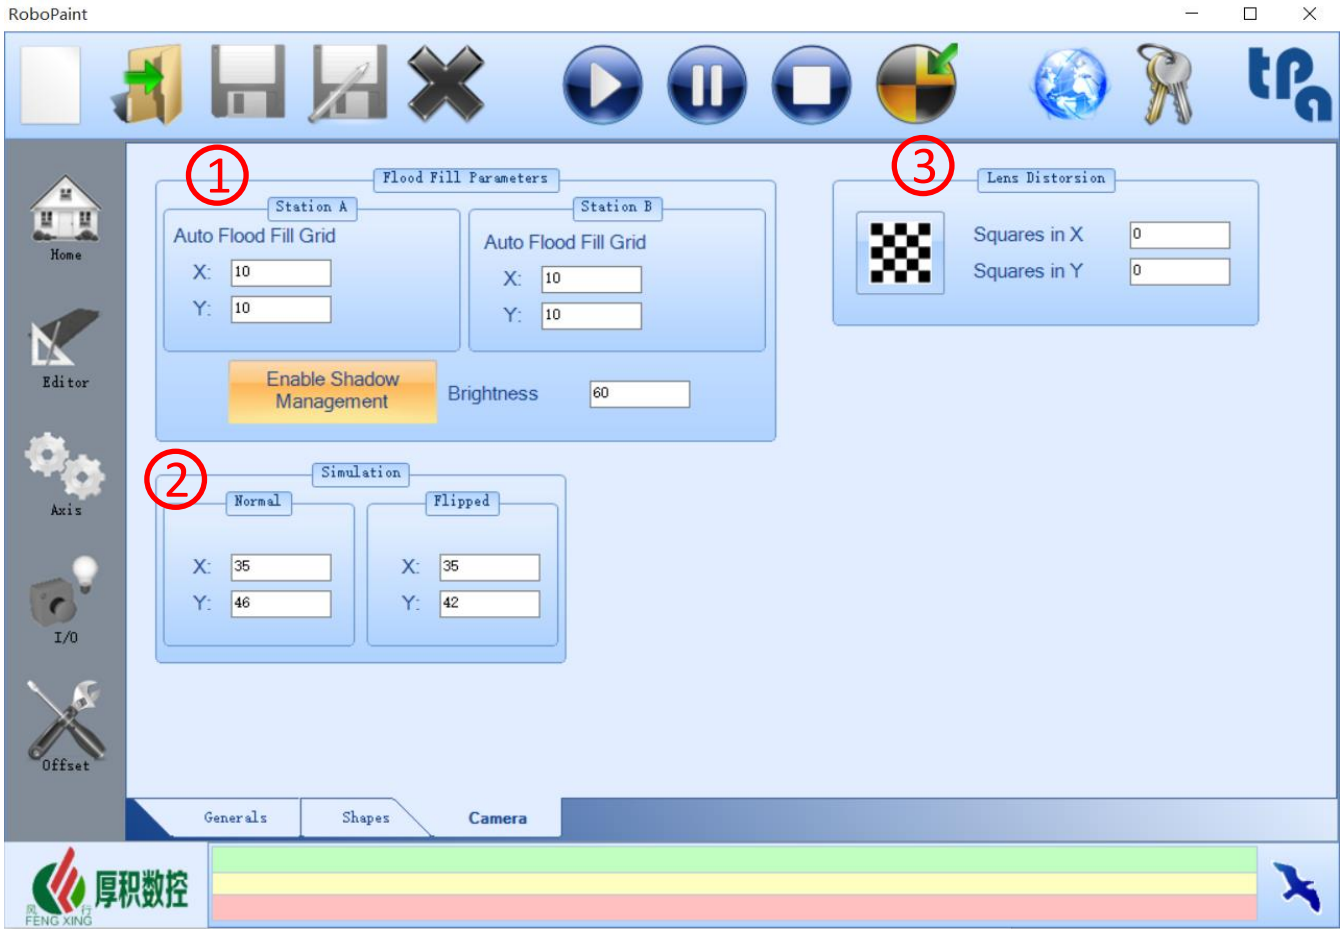

图 17
照相机：以下参数说明对应图 17 中的数字：
4. 满水：执行第 3 点介绍的操作后，软件计算的工件外形可以不规则。此功能可以增强分析"工件"像素周围像素获得的比较精度：如果 RGB 值差小于用户设置的值，周围像素也将视为工件的一部分。可以从如图 17 所示的选项页面设置用于比较周围像素的网格。
- "模拟"：显示涂漆过程中机器 X Y 轴在工件上的实时移动。可以在照相机选项页面更改模拟参数，如图 17 所示。